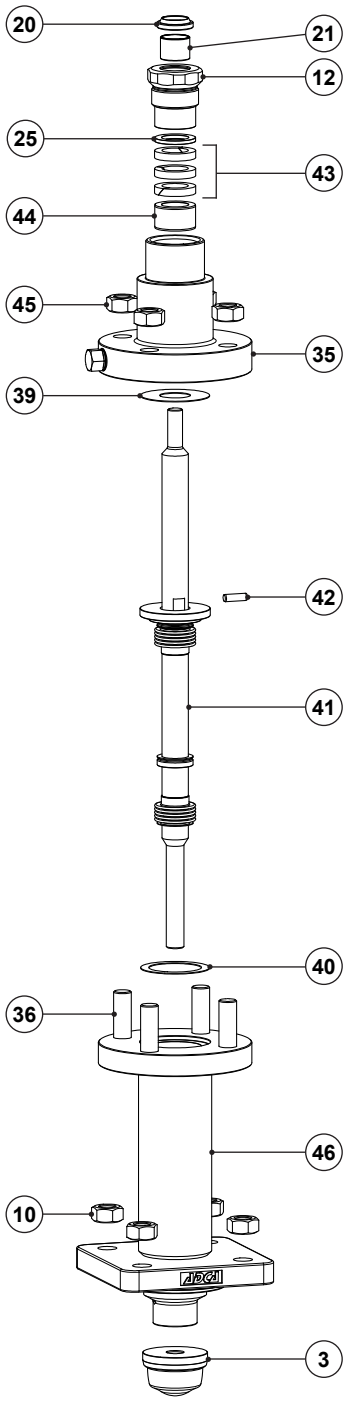

Fig. 13 - Bellows sealing (BG1)
1. Undo the nuts (45) gradually in a crisscross pattern and separate the bellows bonnet (35) from the bellows housing (46).
2. Unscrew the gland nut (12) and remove it carefully together with the O-rings (22, 23).
3. Pull out the washer (25), graphite packing set (43) and spacer (44) using a suitable tool.
4. Clean the packing box, insert the spacer (44), and the new graphite packing set (43) rings one by one. When fitting the graphite rings ensure the scarf joints have an offset from the one below by 90º. See Fig. 13.
5. Renew the scraper ring (20) and plain bearing (21) if necessary.
6. Fit the washer (25), apply a slight smear of anti-seize lubricant to the gland nut (21) and screw it loosely with your fingers until resistance can be felt. The packing must not be significantly compressed at this stage.
7. Undo the nuts (10) gradually in a crisscross pattern and separate the bellows housing (46) from the valve body (1).
8. Firmly fix the valve plug (3) on a vise, fit a wrench on the two slits close to the locking pin (42) and unscrew the plug (3) from the stem (7).
9. Remove the valve stem (7) with the bellows (41) from the bellows housing (46).
11. Fix the new valve plug (3) on a vise with the thread facing up. The vise jaws should be griping the plug section with the largest diameter.
12. Fit a new gasket (39) and insert the new bellows (41) on the bellows housing (46).
13. Apply a suitable high temperature adhesive compound on the lower stem (7) thread and screw it onto the seat, tightening with 50 Nm (DN 15 to 50 – ½" to 2"), 120 Nm (DN 65 to 150 – 21/2" to 6") and 230 Nm (DN 200 – 8'').
14. Insert the pin (42) onto the stem (7) and fit a new gasket (39).